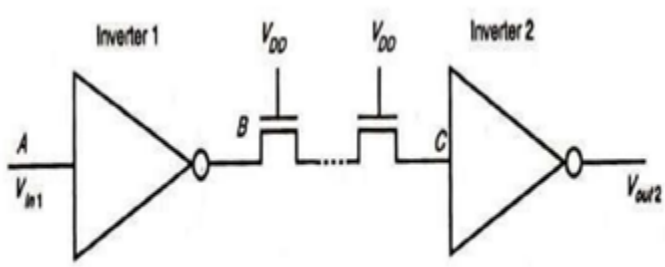

Figure 2A.
2A) Derive the pull-up to pull-down ratio for an NMOS inverter driven through one or more pass transistors as shown in Figure 2A . (4)